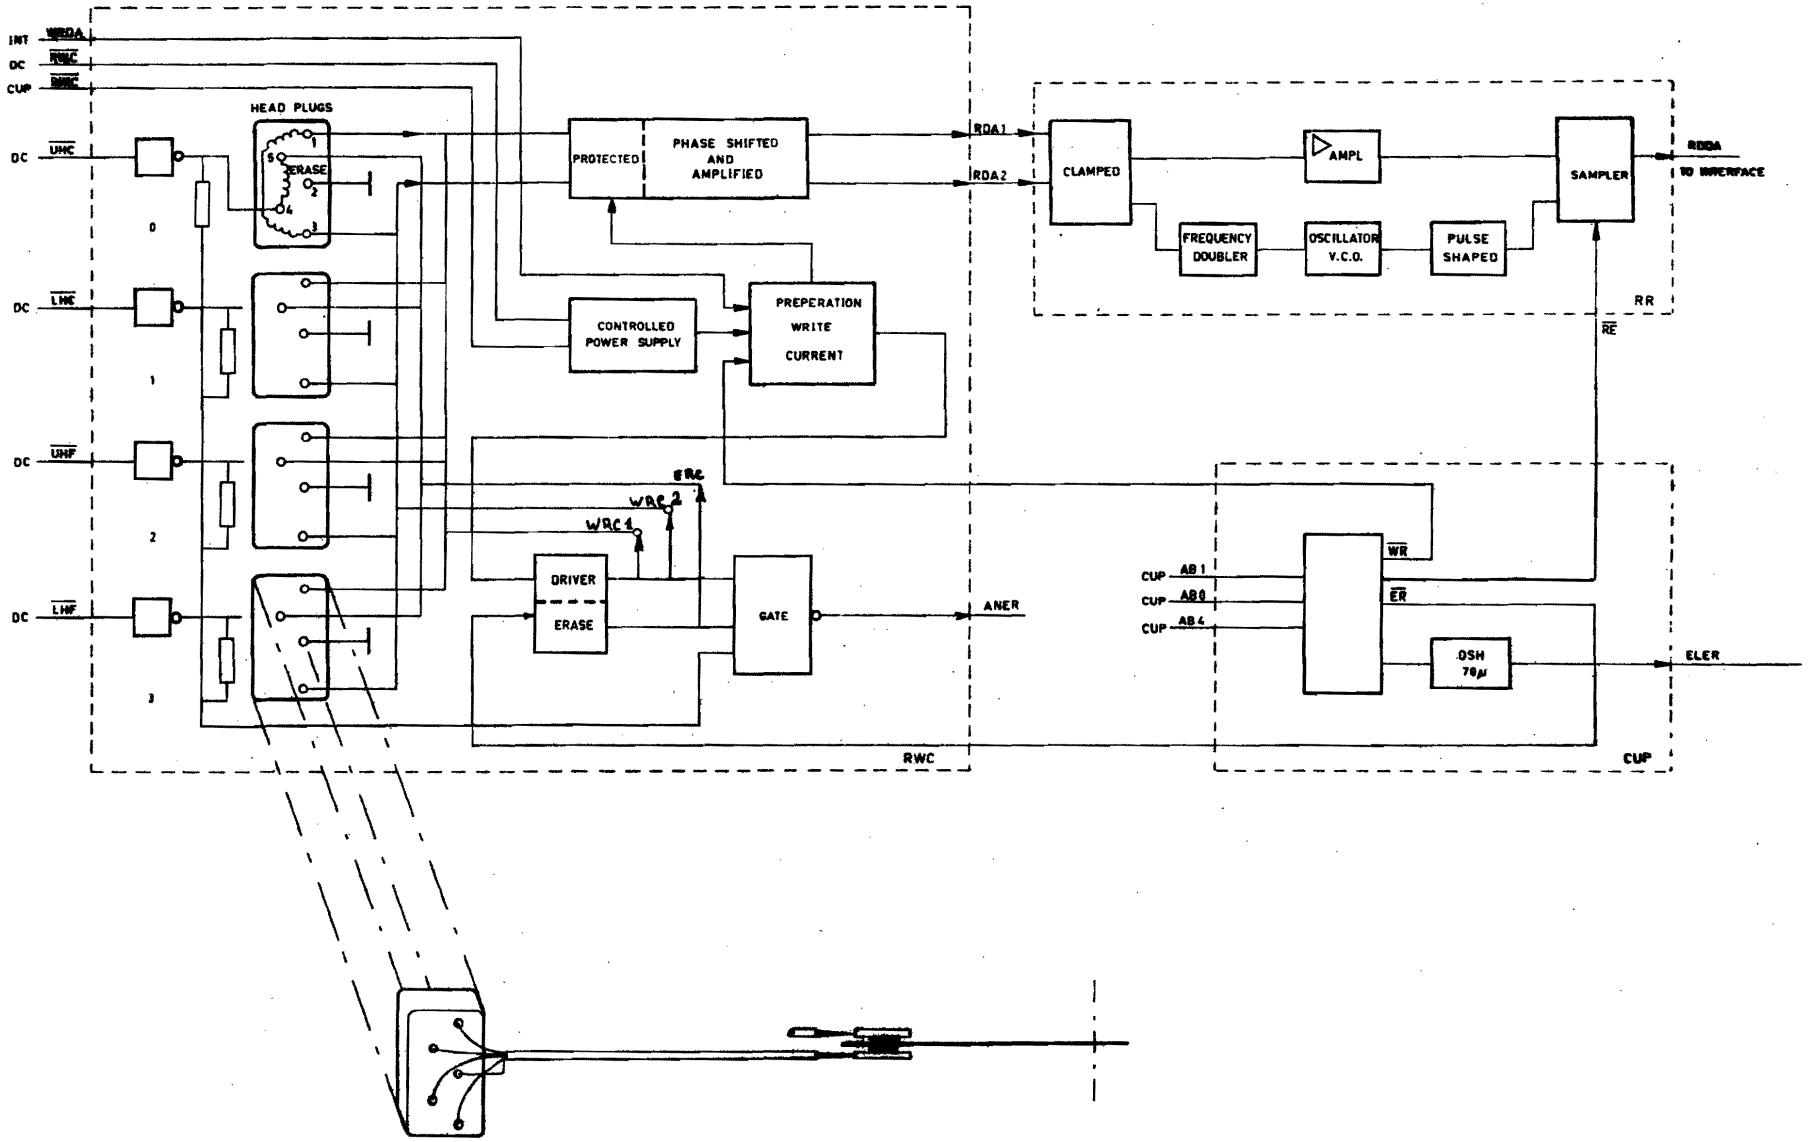

Figure 3-17 HEAD/WRITE
6.10 WRITE OPERATIONS (Figures 3-17 and 3-18)
6.11 READ OPERATION (Figures 3-17 and 3-18)